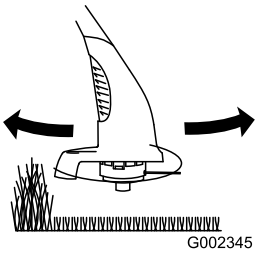

Bild 11
- Bewegen Sie den Rasentrimmer langsam in den und aus dem Schneidbereich heraus (Bild 11).